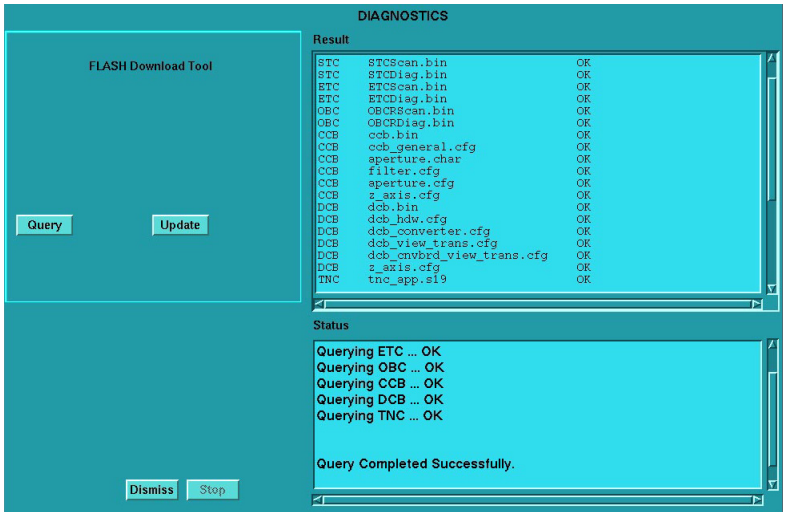

Figure 9-28 Flash Download Tool
6.) Select UPDATE if necessary. Reference Figure 9-28.